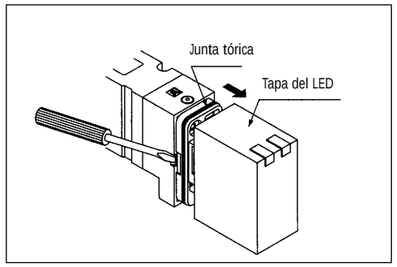

Figura 25
Instalación/desmontaje de la tapa del LED (Figura 25)
1. Desmonte la tapa del LED (ver la Figura 25). A continuación suelte los tornillos de montaje que sujetan la válvula al grupo de pilotaje.